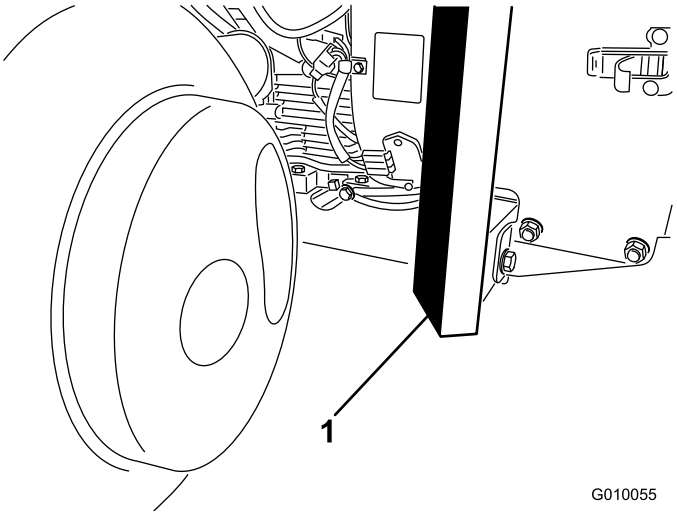

Figuur 40
2. Plaats de krik stevig onder de voorkant van het frame (Figuur 40).